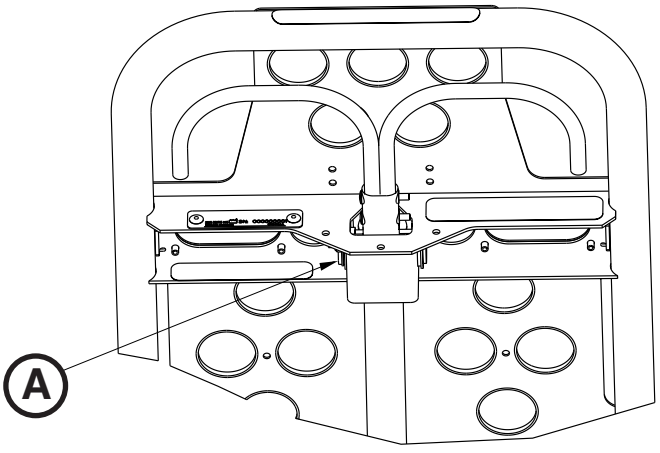

Figur 74
2. Løsn ved hjælp af en 3/32" unbrakonøgle sætskruen (A), fastgør gasstangen til gaflen (Figur 74).